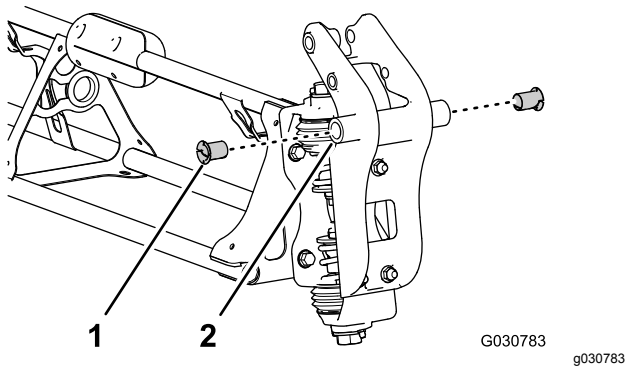

Figur 134
2. Før en nylonflensbøssing inn i hullet på 31,8 mm på hver side av svingkoblingen (Figur 134).